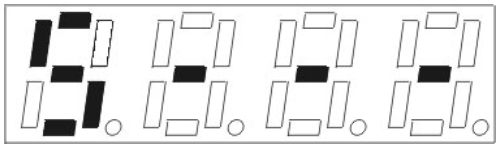

Рисунок 24
– Последовательно нажимая кнопку «МЕНЮ», выбрать номер пункта меню – «5» (рисунок 24).